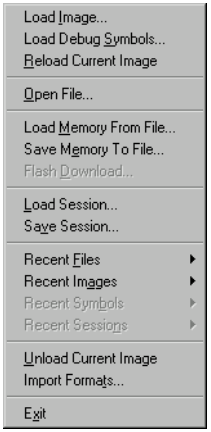

**Figure 5-9 File menu**
**File** menu items allow you to transfer data between the debugger and various disk files, and to close down the debugger. Figure 5-9 shows the **File** menu.